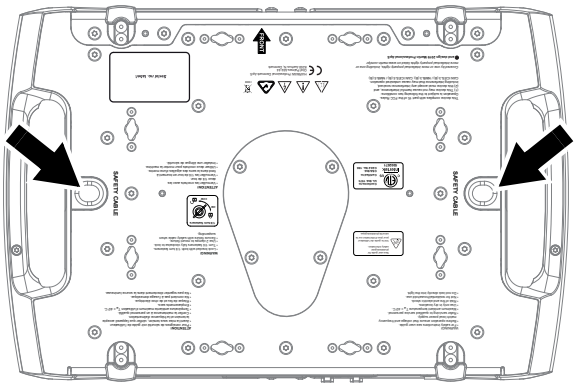

**Figure 6 : Points d'ancrage de l'élingue de sécurité**
6. Voir Figure 6. Installez une élingue homologuée comme accroche de sécurité pour le poids de l'appareil en la faisant passer par l'un des deux points d'ancrage (voir ci-contre) sous la base et autour d'un point d'ancrage sécurisé afin que l'élingue retienne l'appareil si une fixation principale cède. Tendez l'élingue autant que possible (en l'enroulant plusieurs fois autour du tube du pont, par exemple).